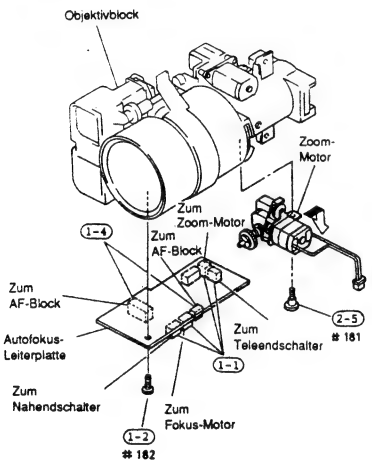

Abb. 2-101
1) Vier (4) Stecker von der Autofokus-Leiterplatte abtrennen (siehe Abb. 2-101).
2) Eine (1) Befestigungsschraube der Autofokus-Leiterplatte entfernen.
4) Zwei (2) Stecker von der Autofokus-Leiterplatte ablöten.
(2) Zoom-Motor
5) Eine (1) Befestigungsschraube des Zoom-Motors entfernen (siehe Abb. 2-101).